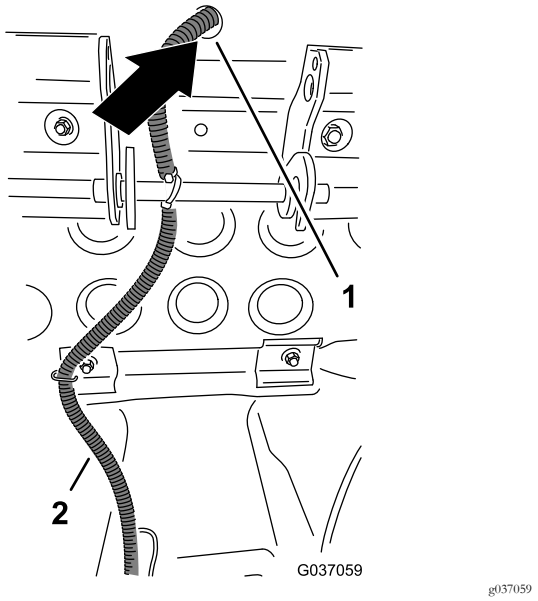

Figur 23
6. Før stikket med to sokler til relæets ledningsnet (hvide og sorte ledninger) og derefter gennem hullet i platformen, som er placeret bag sædet (Figur 23).
i platformen, der er placeret bag sædet. Se Figur 23 i Tilslutning af relæ og ledningsnet (model 02750) (side 9).